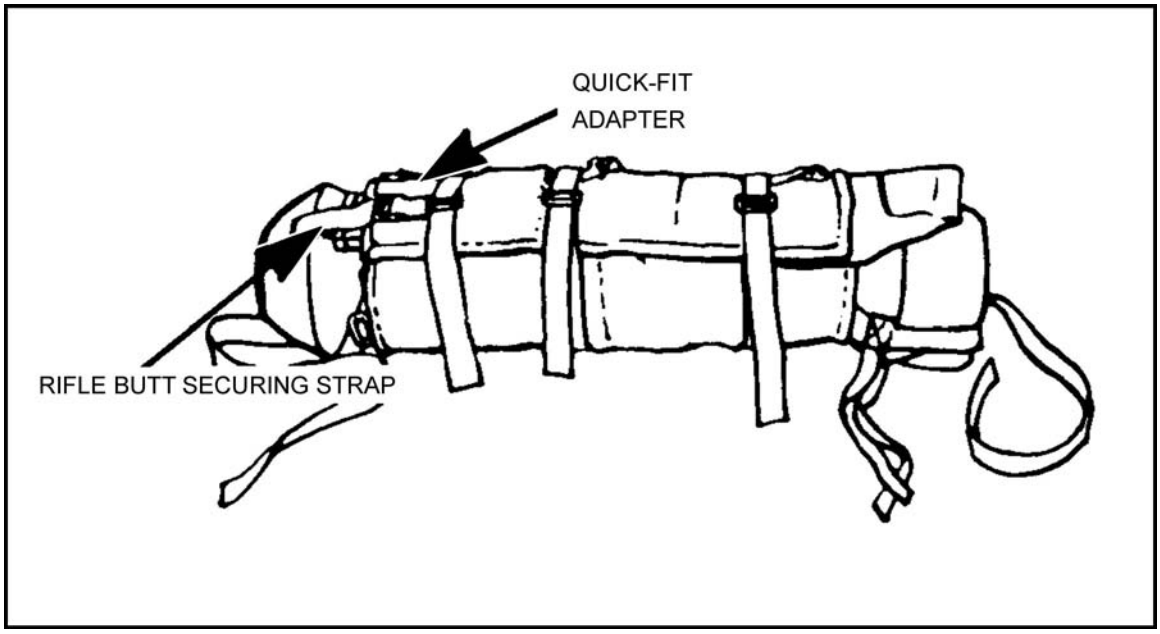

Figure 12-34. Pack closed.
(1) Fold the outer flap of the jump pack over the weapon (if packed).
(2) Route the three horizontal securing straps through the quick-fit adapters using a quick-release fold, but do not tighten.
(3) Route the rifle butt securing strap through the quick-fit adapter. Tighten the strap as much as possible, using a quick-release fold (Figure 12-34).